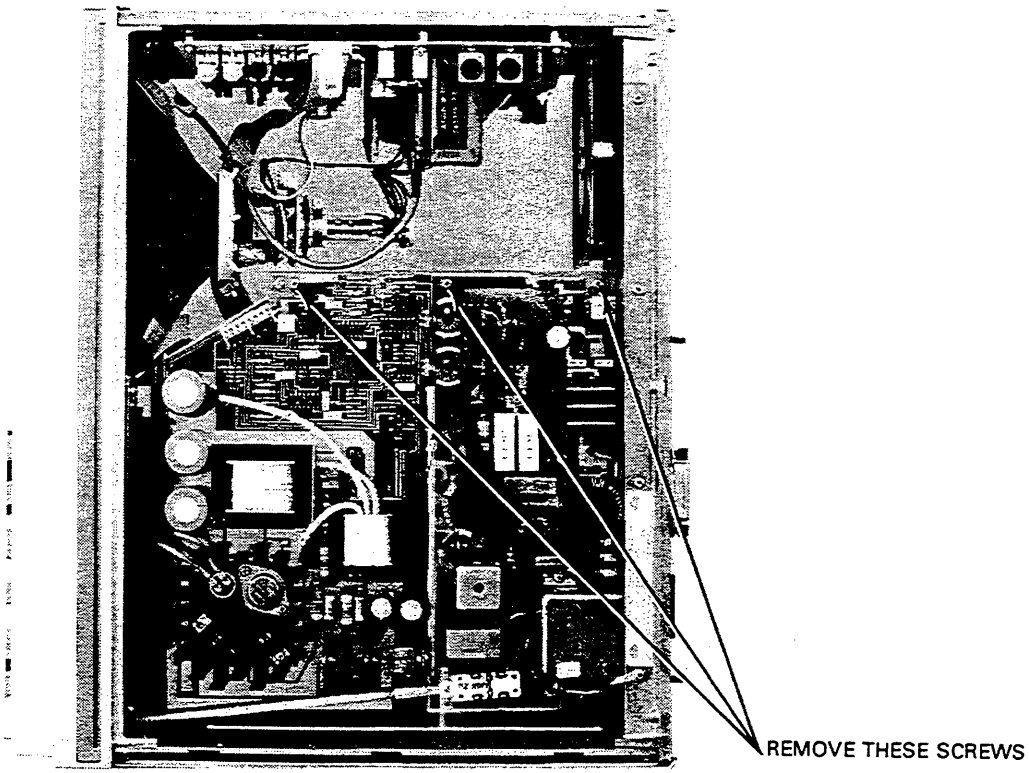

Figure 8-11.
m. Remove the three screws securing the power supply board to the card cage bracket. See figure 8-11.